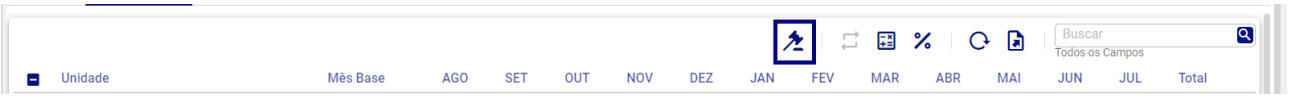

Figura 320: Concluir
- **Concluir (Figura 320):** Permite concluir o orçamento de um item diretamente da tela de cálculo, sem a necessidade de acessar a tela de **"Conclusão"**. Uma vez concluído, os campos são bloqueados para edição.